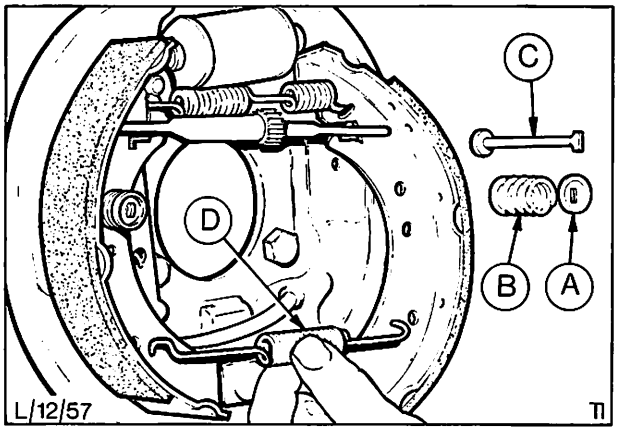

Abb. 36 Befestigungsteile der vorderen Bremsbacke
1. Fahrzeug hinten anheben und aufbocken. Hinterrad abbauen. Klammer von Bremstrommel entfernen und Bremstrommel abnehmen. Haltestift „C" der vorderen Bremsbacke, Abb. 36, Feder „B" und Federteller „A" durch Eindrücken und Drehung des Federtellers „A" um 90° entfernen. Bremsbacke aus dem Stützlager unten aushängen. Rückzugfeder „D" aus der vorderen Backe und anschließend aus der hinteren Backe aushängen.